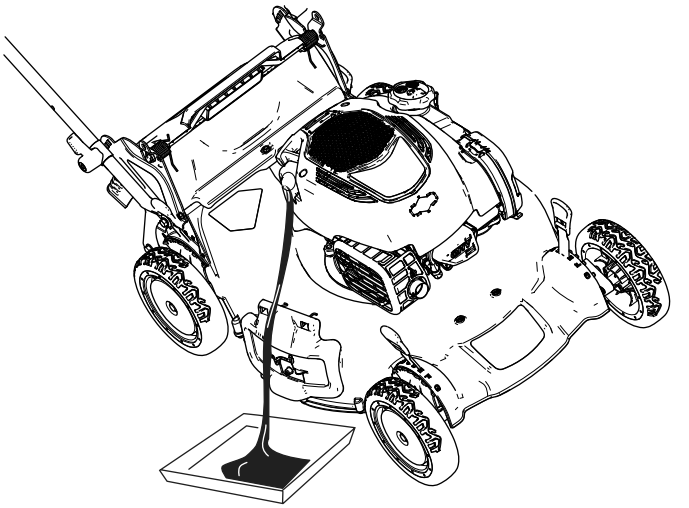

Rysunek 29
4. Przechyl maszynę na bok (tak, aby filtr powietrza był skierowany w górę), aby spuścić zużyty olej przez szyjkę wlewu oleju (Rysunek 29).